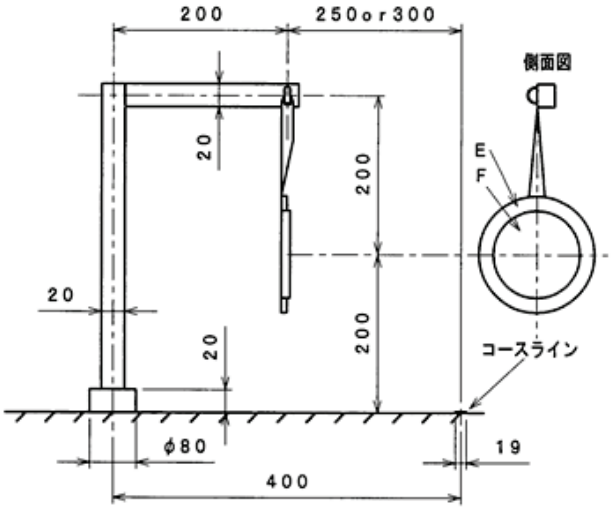

図 3 平行標的の形状
3) ii）の平行標的は、図 3 のように円盤形で 2 種類とし、E 標的が直径 120 mm、F 標的が直径90 mm とする。これら EF 標的の標的面はコースラインに対し平行になるように支持される。